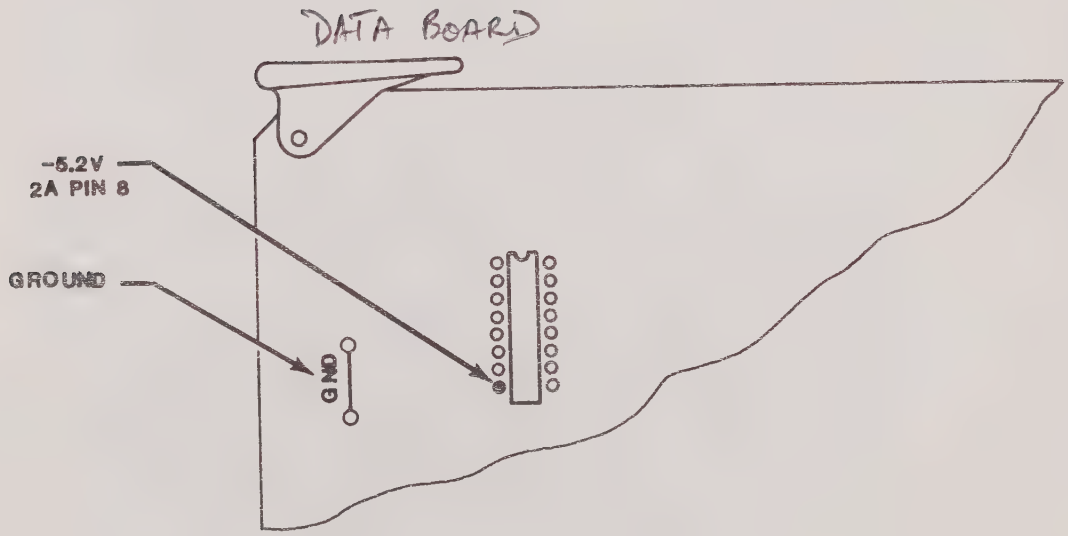

Figure 3-4. Data/Memory Printed Circuit Board
1. Refering to Figure 3-4, connect the ground lead of thet DVM to the ground test point located at A1 on the Data board.